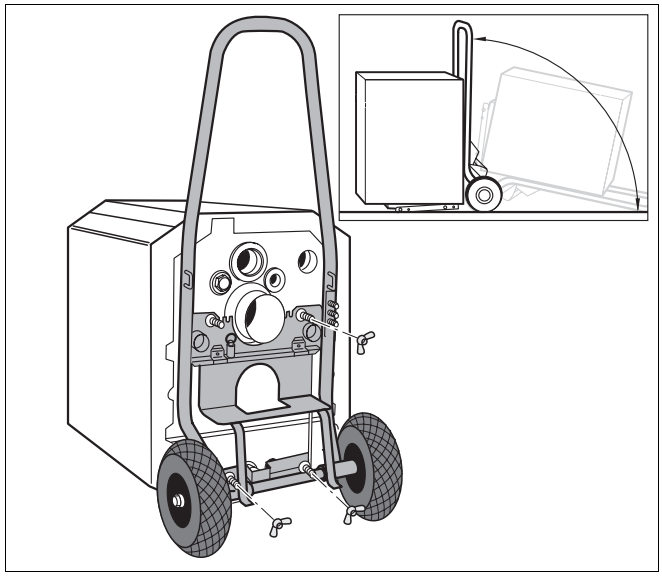

Rys. 9 Transport kotła grzewczego przy pomocy wózka kołowego
- Przechylić kocioł grzewczy przy pomocy np. wózka (➔ rys. 9, strona 21) lub podłożyć kantówkę.